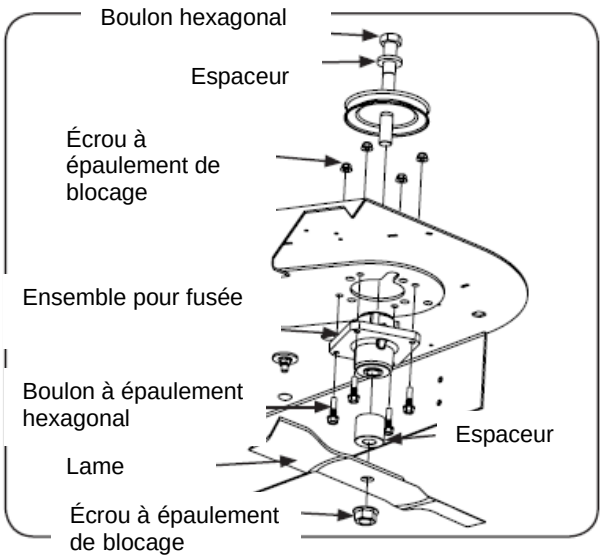

Figure 7-6
6. À l’aide d’une clé à rochet ou une clé à douille, retirez les écrous à épaulement de blocage et les quatre boulons à épaulement hexagonaux. Retirez l’assemblage de la fusée. Consultez la Figure 7-6.